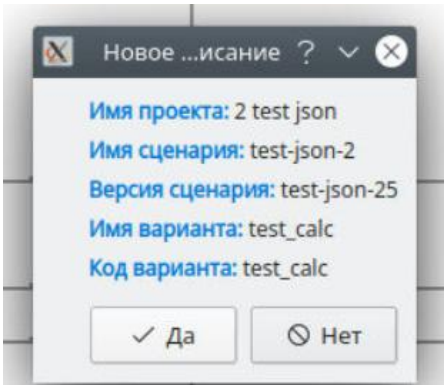

Рисунок 274 – Получение расписания
5. Перейти в ГИД и нажать на "Да" во всплывающем окне (рисунок 274). Расписание будет отображено.